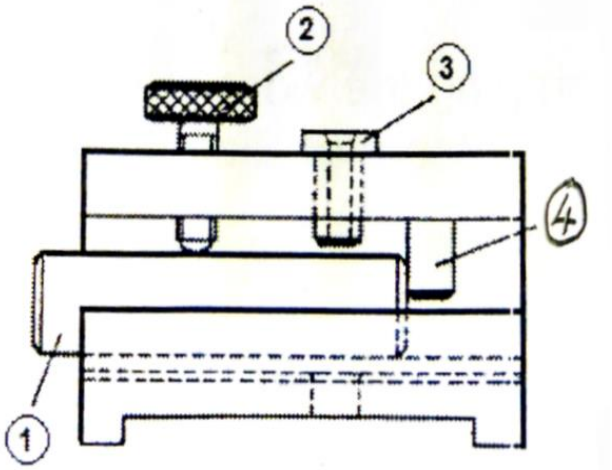

FIGUUR 1 (4)
7.2 Benoem die onderdele wat in FIGUUR 1 hier onder 1 tot 4 gemerk is deur slegs die antwoord langs die vraagnommer (1–4) in die ANTWOORDBOEK te skryf.